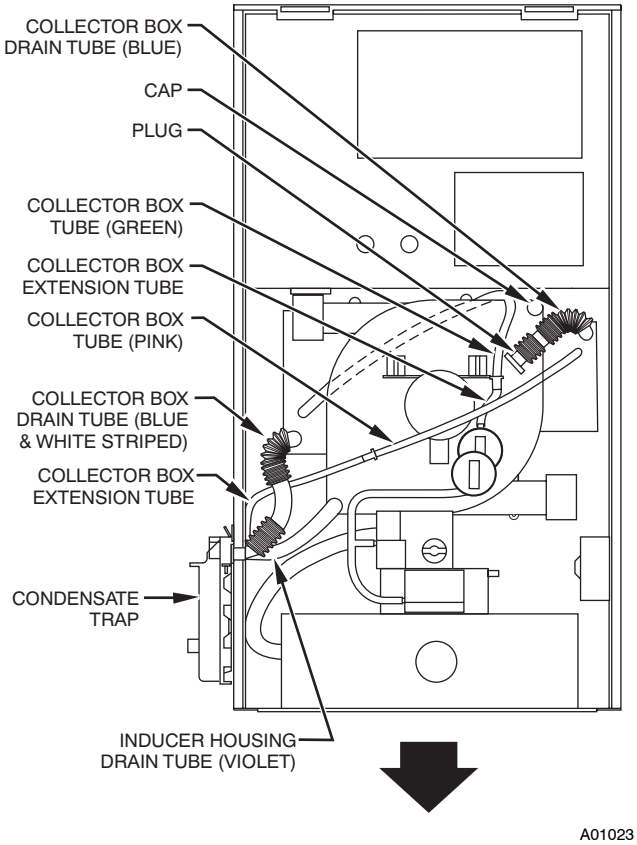

**Fig. 8 - Downflow Tube Configuration (Left-Hand Trap Installation)**
**NOTE**: See Fig. 8 or 9 or tube routing label on main furnace door to check for proper connections.